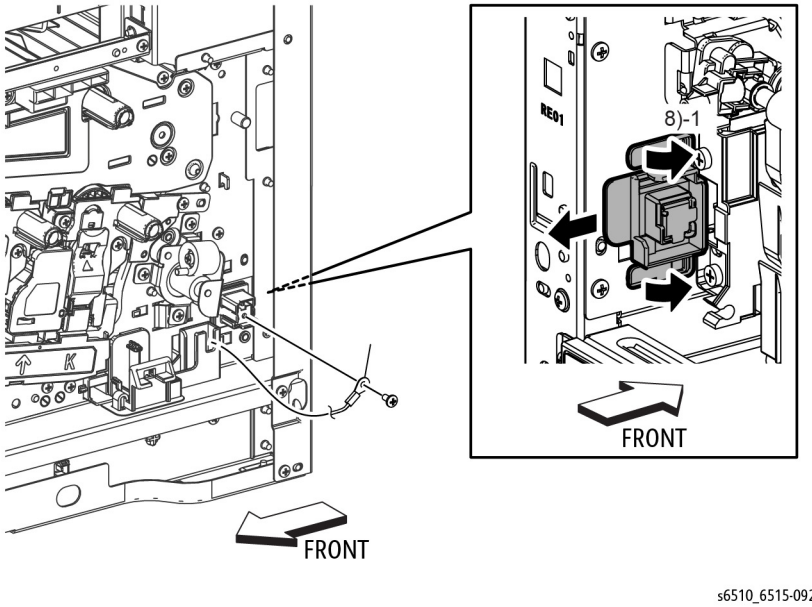

Figure 1 Remove the Second Bias Transfer Housing Kit (SFP)
3. Refer to Figure 1 to remove the one screw (silver, M3x6mm) attaching the High Voltage Harness.
4. Refer to Figure 1 to release two hooks on the Second Bias Transfer Housing and remove the housing.